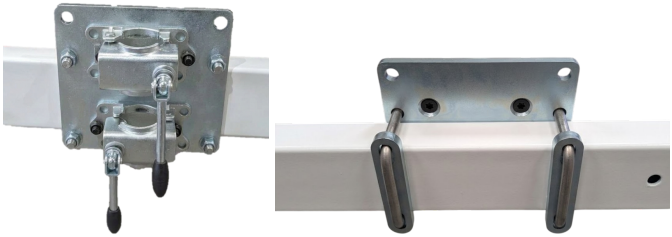

Figure 9 — Front and Rear view of trailer mount with U-bolts and 100mm U-bolt back plates
2. Slide the U-bolts with their back plates onto your trailer drawbar and then slide the trailer mount onto the U-bolts so they sandwich the drawbar. The trailer mount should be orientated as seen in Figure 9 with the two mounting holes that are close togther at the top of the plate.